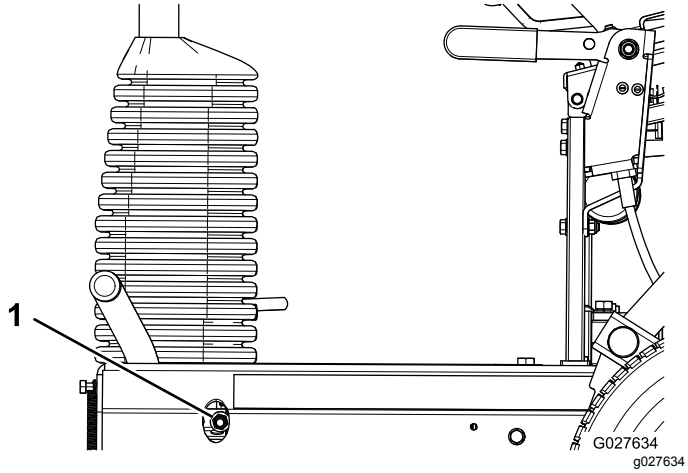

Figur 38
- Öka bromskraften genom att dra åt bromsens låsmutter (Figur 38).
- Minska bromskraften genom att lossa bromsens låsmutter (Figur 38).